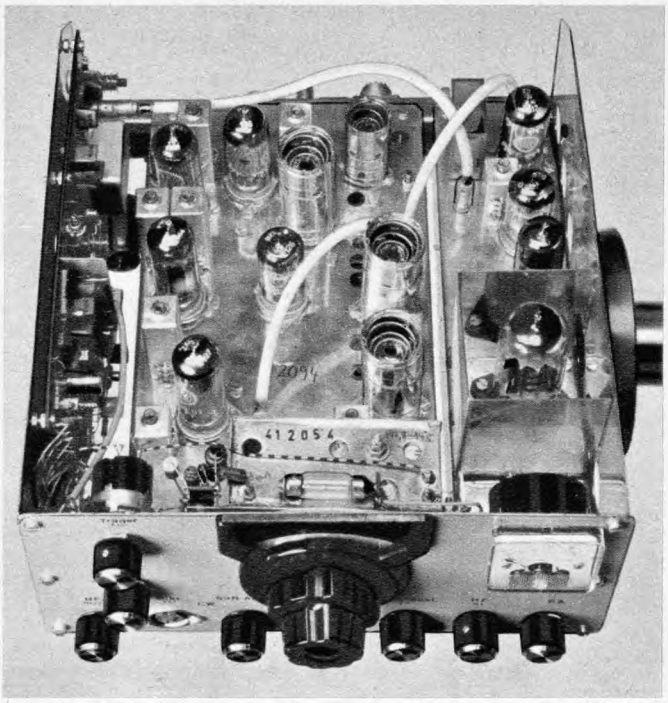

Bild 5. Der 2-m-Transceiver 2 G 70 A, von oben gesehen
Schließlich soll der in Deutschland von Gotting & Griem hergestellte Transceiver 2 G 70 A *(Bild 5)* für den Frequenzbereich von 144...146 MHz vorgestellt werden. Das zukunftssichere Gerät arbeitet nicht nur mit den üblichen Betriebsarten CW, AM und SSB, sondern auch mit Frequenzmodulation (FM). Letztere verursacht keine Störungen in den Nf-Teilen der in der Nähe befindlichen Fernseh- und Hi-Fi-Verstärkeranlagen, daher bekommt der Funkamateur keinen diesbezüglichen Ärger mit den Nachbarn. Für Senden und Empfangen wird beim 2 G 70 A der gleiche Super-VFO benutzt, dessen Frequenzstabilität bei 500 Hz nach der Anheizzeit liegt. Die Rundskala mit dem präzis ausgeführten Grob-Feintrieb hat 20-kHz-Eichpunkte, so daß man die eingestellte Frequenz noch auf 10 kHz genau ablesen kann.